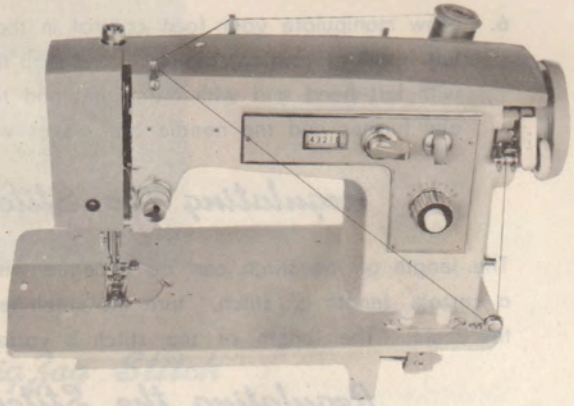

Fig. 21
2. Place a spool of thread on the spool pin. Draw thread from the spool through upper thread guide, and downward across machine from left to right. (Fig. 21)